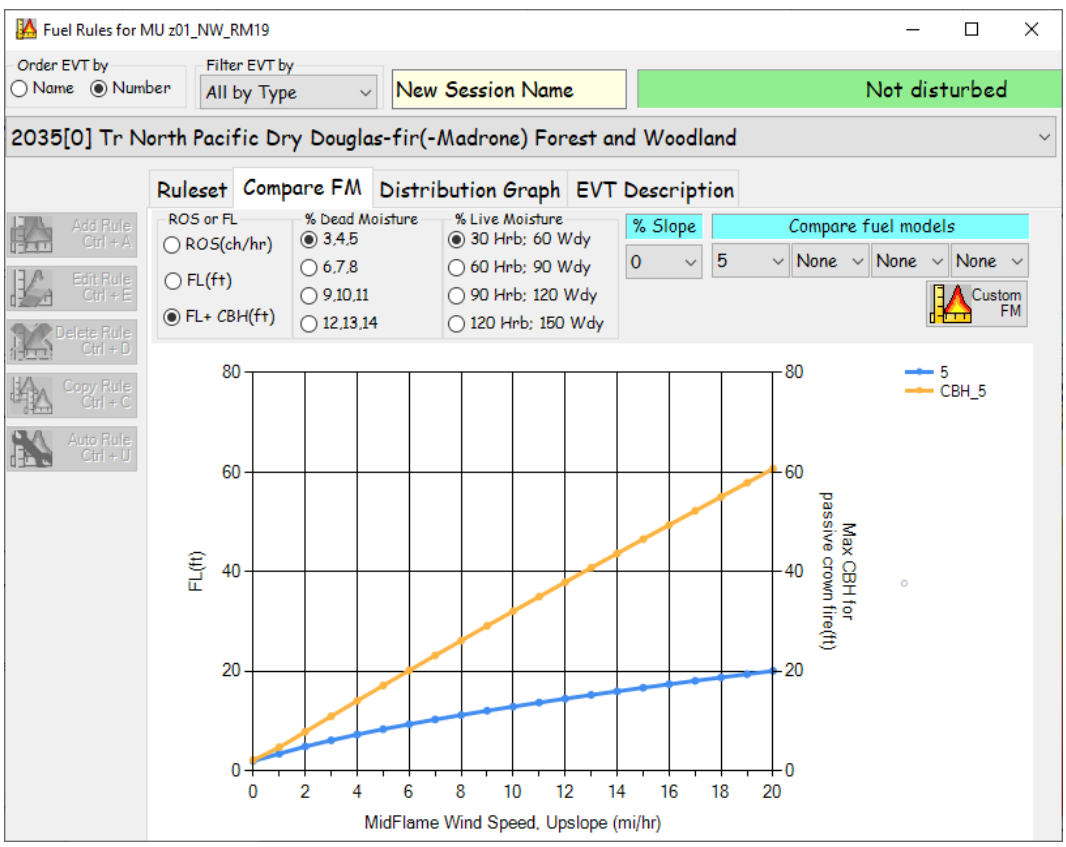

Figure 6-16. *Select* ***Compare FM*** *page tab.*
- Select the **Compare FM** tab on the **Fuel Rules** screen to compare the required CBH needed for torching and active crown fire initiation (Figure 6-16). (For additional information refer to 7.5 Fuel rules.)